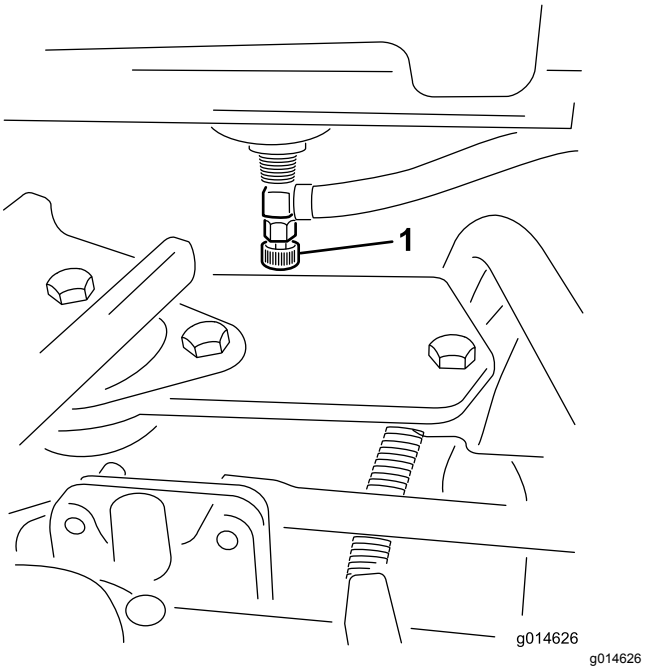

Figuur 29
1. Sluit de brandstofafsluitklep (Figuur 29) onder de brandstoftank.